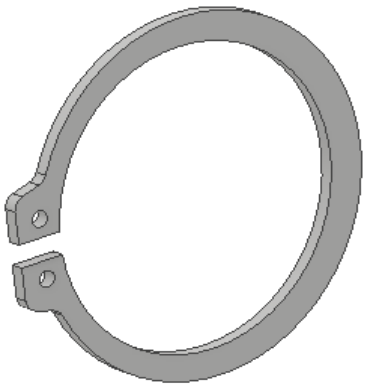

Figure 17-44 *Final rotated model of circlip*
4. Apply the fillets of 1 mm radius to the model. The model after creating the fillets is shown in Figure 17-44.